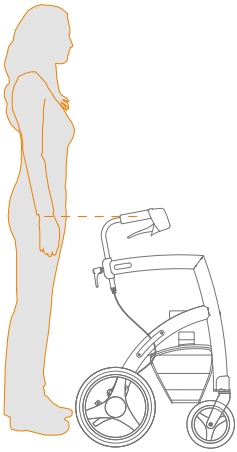

Figure 12: Determine the correct height.
Setting the correct height **(Figure 12)** is crucial for an optimal use of the Rollz Motion. The height can be adjusted in between the minimum and maximum positions. This way the Rollz Motion can easily be adapted to individual needs.
c. To determine the correct height, stand between the Rollz Motion handles with your arms hanging near the body. The handles should be at the height of your wrists **(Figure 12).**